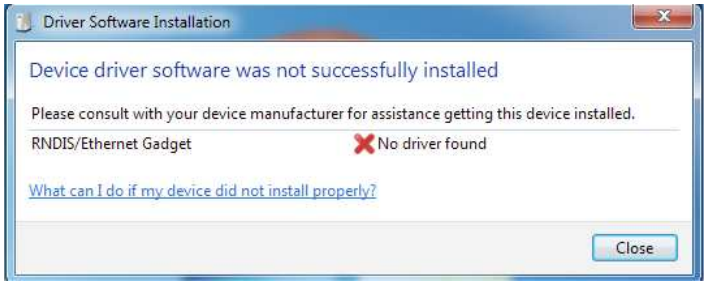

Figure 2-5. Windows 7 Driver Software Installation Window
1. The "Driver Software Installation" dialog should appear. Windows 7 will try to automatically download the driver and fail. A message indicating that the “device driver software was not successfully installed" is displayed. See Figure 2-5.